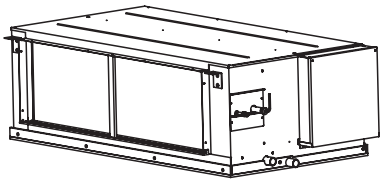

Рисунок 10.1
1) Выверните винты по периметру основания кондиционера, чтобы можно было снять это основание. (Рисунок 10.1, Рисунок 10. 2)